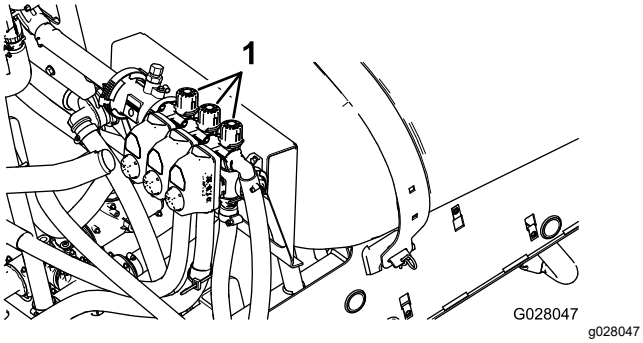

Figur 21
2. Stäng av den vänstra sektionen och vrid på sektionens överströmningsvred (Figur 21) tills trycket når den nivå som justerades tidigare (vanligtvis 2,75 bar).
4. Justera den högra sektionens överströmningsvred (Figur 21) tills trycket når den nivå som justerades tidigare (vanligtvis 2,75 bar).
6. Justera mittsektionens överströmningsvred (Figur 21) tills trycket når den nivå som justerades tidigare (vanligtvis 2,75 bar).